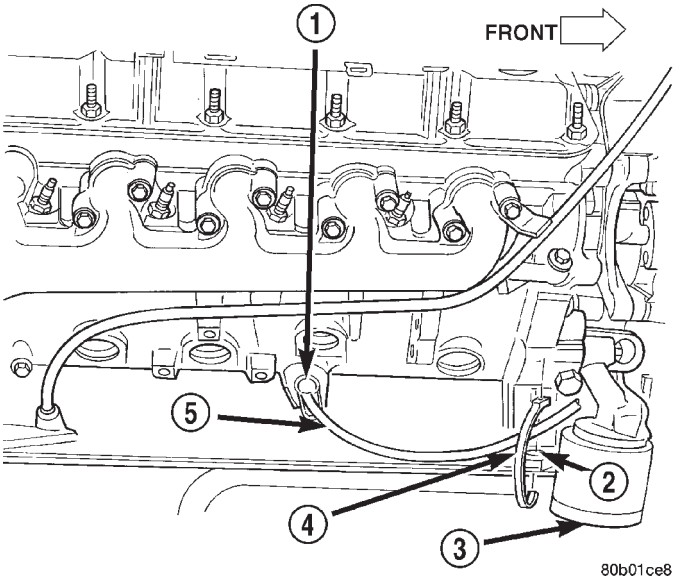
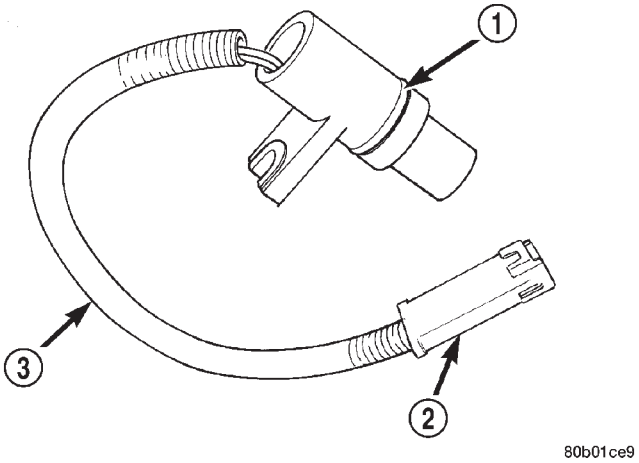

Fig. 27 Crankshaft Position Sensor Location—8.0L V-10 Engine
Fig. 29 Sensor O-Ring—8.0L V-10 Engine
The crankshaft position sensor is located on the right-lower side of the cylinder block, forward of the right engine mount, just above the oil pan rail (Fig. 27).
(4) Cut plastic tie strap (Fig. 27) securing sensor pigtail harness to side of engine block.
(5) Carefully pry sensor from cylinder block in a rocking action with two small screwdrivers.
(6) Remove sensor from vehicle.
(7) Check condition of sensor o-ring (Fig. 29).
(1) Apply a small amount of engine oil to sensor o-ring (Fig. 29).
(2) Install sensor into cylinder block with a slight rocking action. Do not twist sensor into position as damage to o-ring may result.
(3) Install mounting bolt and tighten to 8 N·m (70 in. lbs.) torque.
(4) Connect sensor pigtail harness to main engine wiring harness
(5) Install new plastic tie strap (Fig. 27) to secure sensor pigtail harness to side of engine block. Thread tie strap through casting hole on cylinder block.